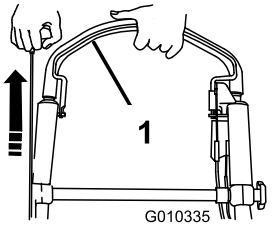

Bild 14
2. Drücken Sie den Schaltbügel zum Griff und ziehen Sie am Rücklaufstarter (Bild 14).